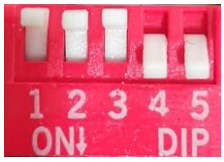

图 6.16 外部 PWM 开环拨码开关设置
- 将拨码开关设置为 SW2=OFF（选择开环运行模式），SW3=OFF，SW4= ON，SW5= ON（选择外部 PWM 控制方式），如**图 6.16**。